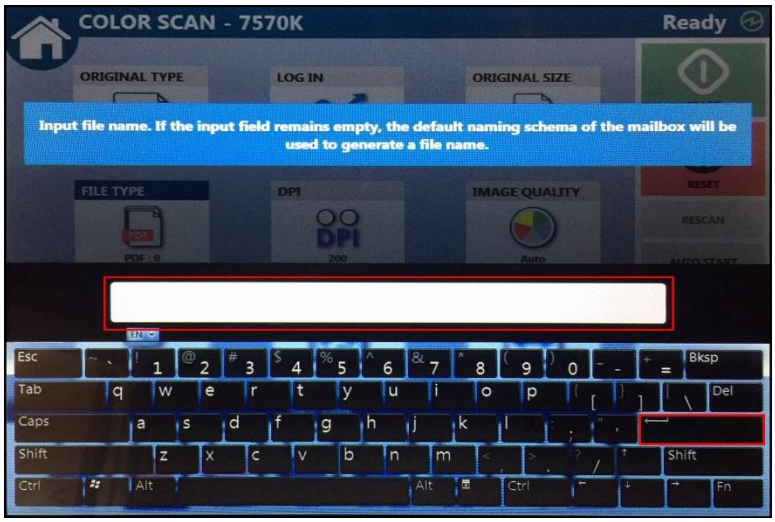

Figure 4.11. File naming screen.
6. A dialog box will appear on the screen requesting a file name to be given. Enter a file name here and select the return key, as shown in Figure 4.11.